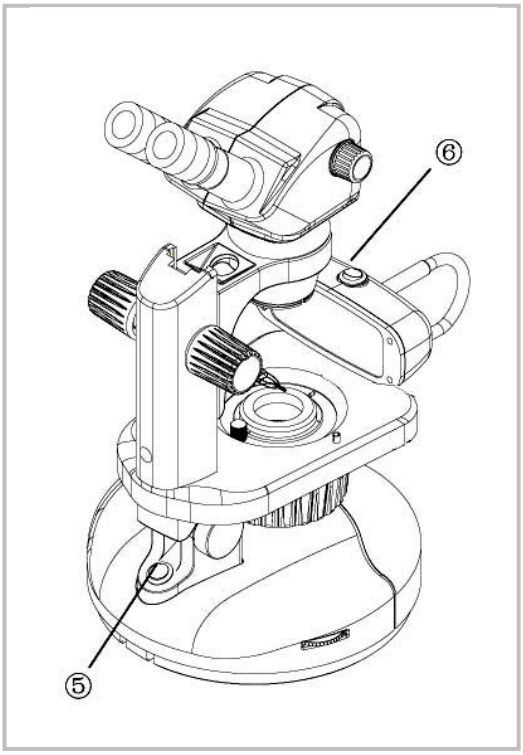

Fig. 10
**Adjusting the Top Fluorescent Illuminator (Fig. 10)**